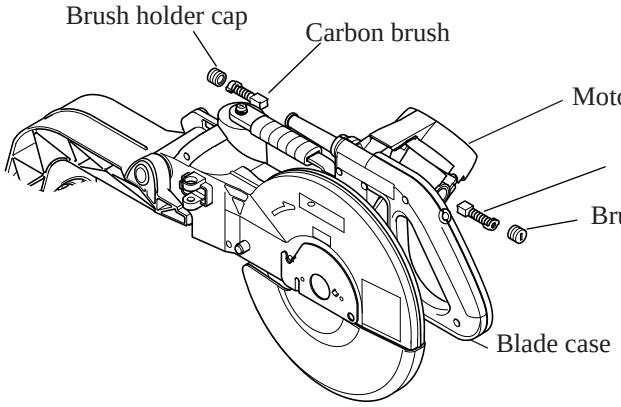
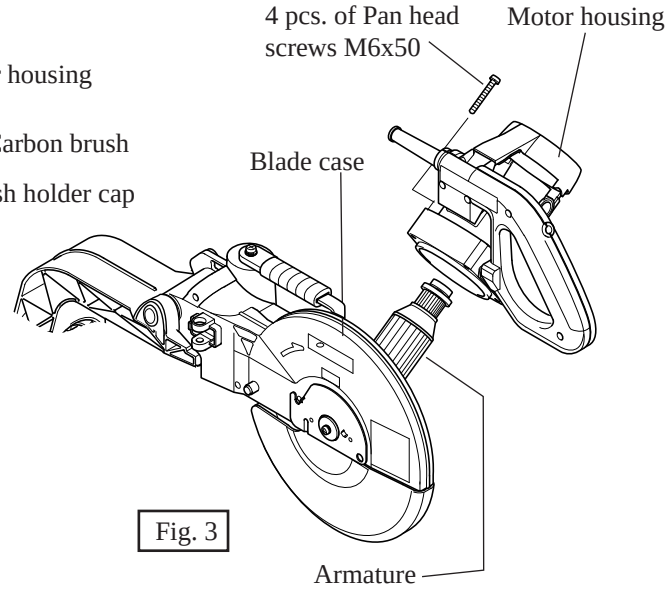
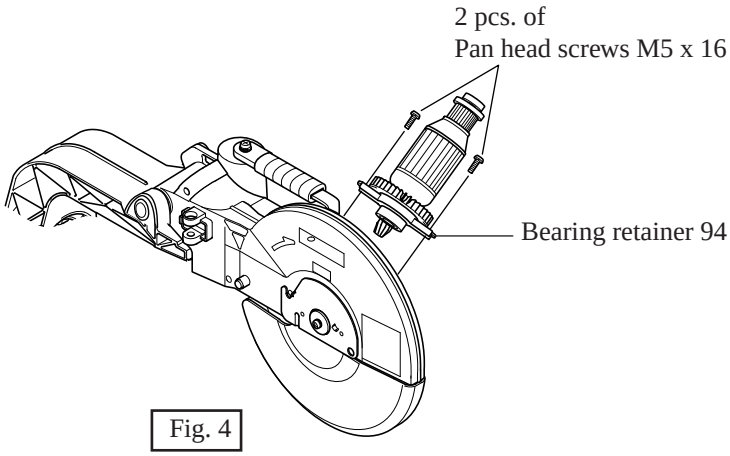

Fig. 2
Fig. 3
Fig. 4
1) Take off brush holder caps and carbon brushes. See Fig. 2.
2) Unscrew 4 pcs. of pan head screws M6x50 with which motor housing is fastened to blade case. See Fig. 3.
3) Separate motor housing from blade case. See Fig. 3.
4) Unscrew 2 pcs. of pan head screws M5 x 16, then bearing retainer 94 can be separated from blade case together with armature assembly. See Fig. 4.
2) Assemble the above armature to blade case by fastening bearing retainer 94 with 2 pcs. of pan head screws M5x16. See Fig. 4.
4) Assemble motor housing to blade case by fastening with 4 pcs. of pan head screws M6x50. And then, assemble carbon brushes and brush holder caps. See Fig. 3 and Fig. 4.
1) Disassemble armature as illustrated in Fig. 2, Fig. 3, and Fig. 4 at page 3.